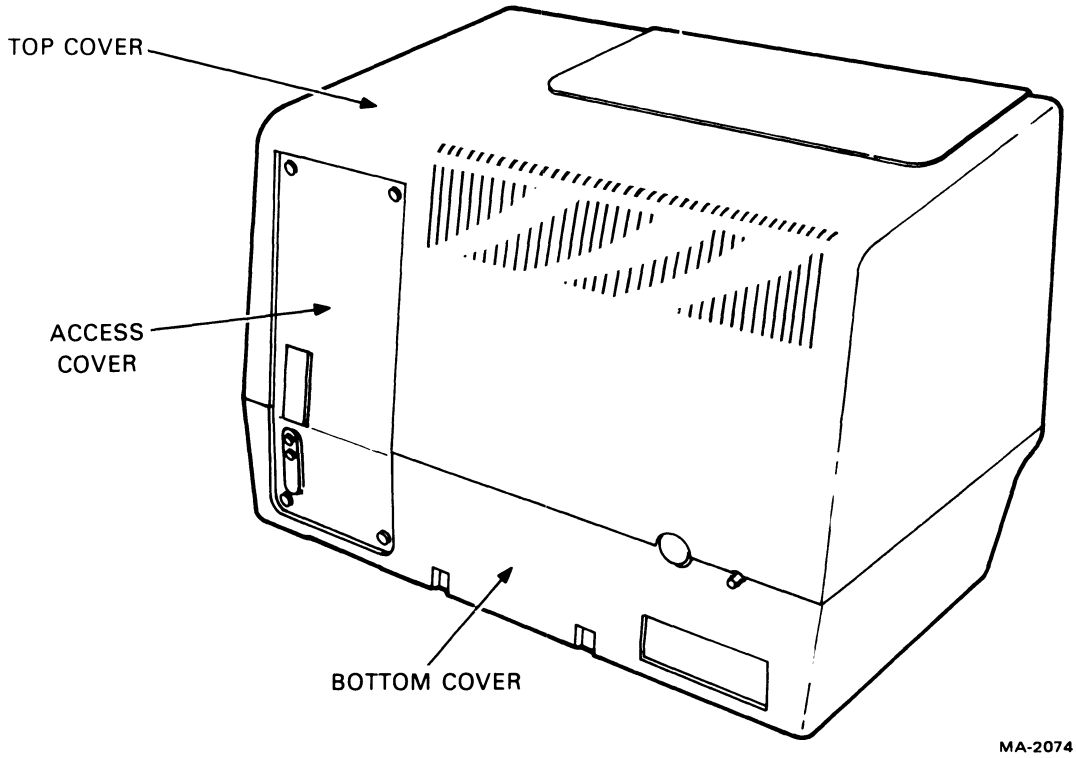

Figure 5-7 VT100 Terminal, (Rear View)
5. Use a blade type screwdriver to loosen the four captive screws holding the access cover (Figure 5-7).
6. If the 20 mA current loop option is installed, gently pull the access cover away from the terminal about two (2) inches. Then reach in and disconnect J5 from the terminal controller board.